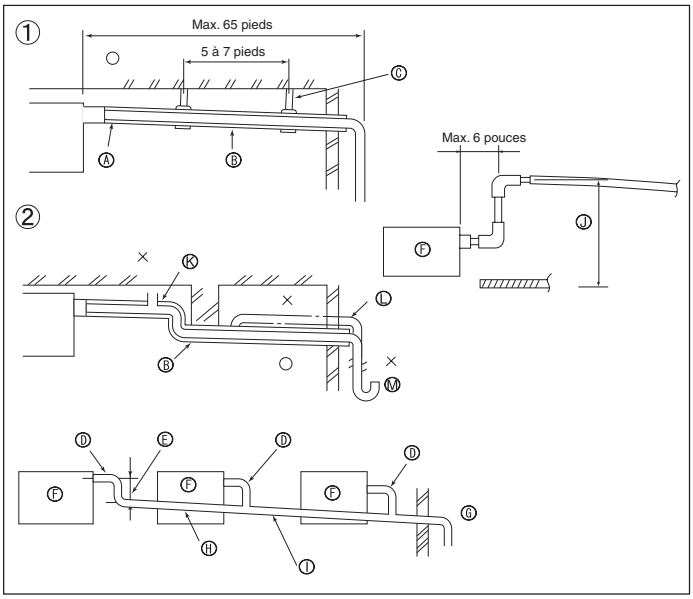

Fig. 5-1
5.1. Mise en place du tuyau d'écoulement (Fig. 5-1)
① Tuyautage correct
② Tuyautage erroné